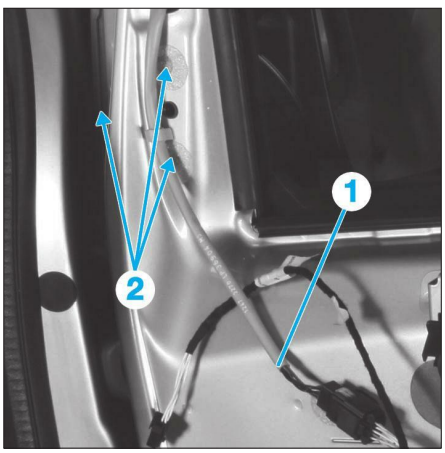

**Fig. 59**
• Débrancher le connecteur (1) **(Fig.59)**.
• Déposer les trois vis de fixation (2) du rétroviseur extérieur.